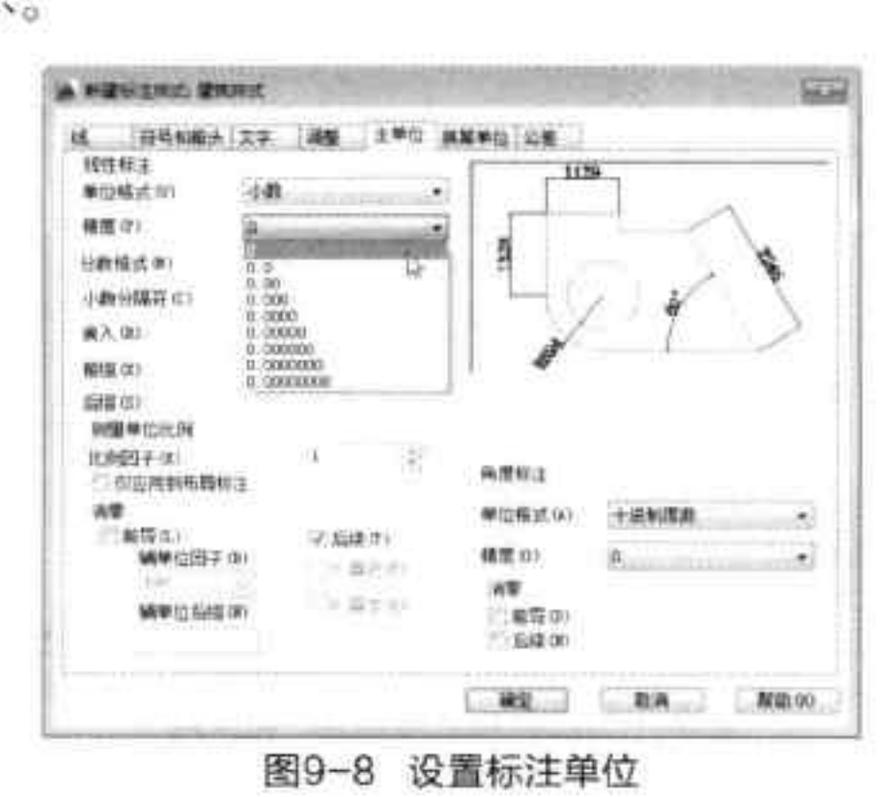

图9-8 设置标注单位
Step 08 切换至“主单位”选项卡，在“线性标注”选项组中，将“精度”设为0，如图9-8所示。